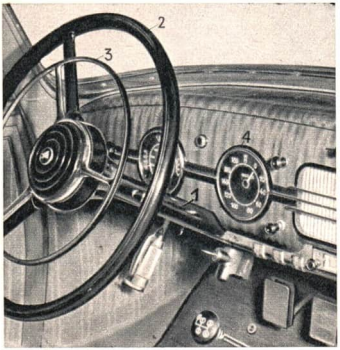

Abb. 158. Lenksäule eines Kraftwagens
1. Das Wellrad. Wir sitzen am Steuer eines Kraftwagens; vor uns steht die sogenannte *Lenksäule* (Abb. 158). Sie umschließt eine um ihre Längsachse drehbare Welle. Mit dieser ist ein Rad, das *Lenkrad*, fest verbunden. Die Drehung des Lenkrades wird durch die Welle auf den eigentlichen Steuermechanismus übertragen. Eine solche feste Verbindung eines Rades mit einer Welle nennt man ein **Wellrad**.
Ähnliche Beobachtungen können wir machen, wenn wir in einem Kraftwagen sitzen und den Geschwindigkeitsmesser, das *Tachometer*, beobachten (vgl. Abb. 158). Wir sehen, wie der Zeiger des Gerätes nach dem Anfahren allmählich immer höhere Geschwindigkeitswerte anzeigt. Solange wir noch die Stadt durchfahren, wechselt die Geschwindigkeit sehr häufig. Befinden wir uns aber mit dem Wagen außerhalb von Ortschaften auf freier, geradliniger Strecke, so können wir oft lange Zeit denselben Geschwindigkeitswert ablesen.